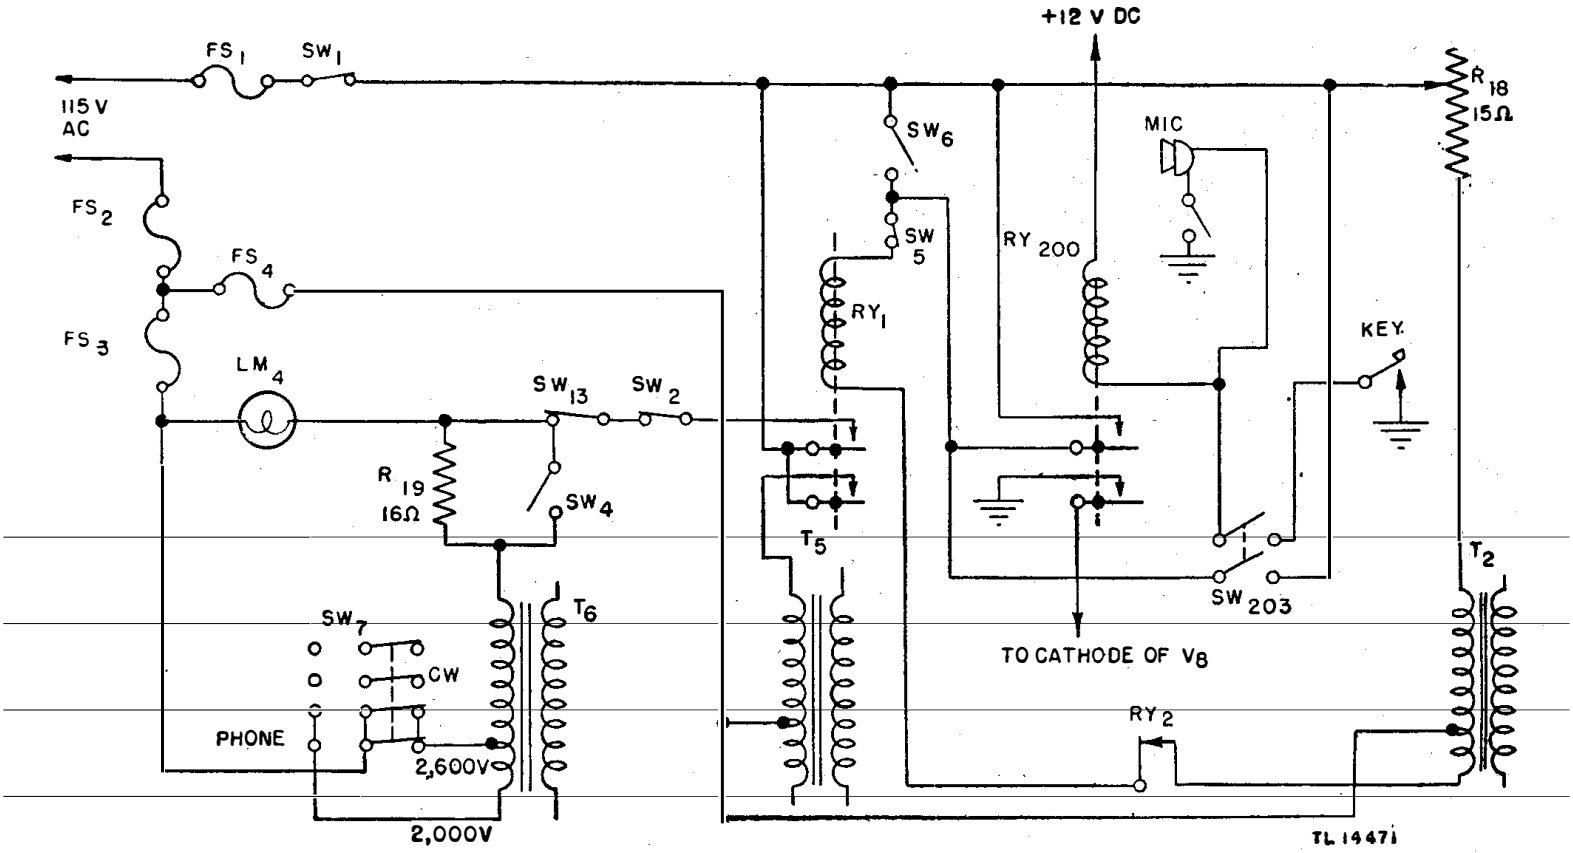

Figure 68. HIGH VOLTAGE PROTECT and PLATE POWER switches—functional diagram.
c. High Voltage Protect Switch SW_4 (fig. 68). HIGH VOLTAGE PROTECT switch SW_4 is located on the front panel of the transmitter. When set
d. Plate Power Switch SW_6 (fig. 68). PLATE POWER switch SW_6 is located on the front panel